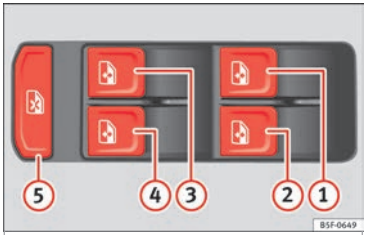

Fig. 137 Detalle de la puerta del conductor: mandos para las ventanillas (vehículo de 5 puertas con elevalunas eléctricos anteriores y posteriores).
Las teclas »» **fig. 137** ①, ②, ③ y ④ tienen dos posiciones para la apertura de las ventanillas y otras dos para el cierre. De este modo es más fácil controlar las operaciones de apertura y cierre.